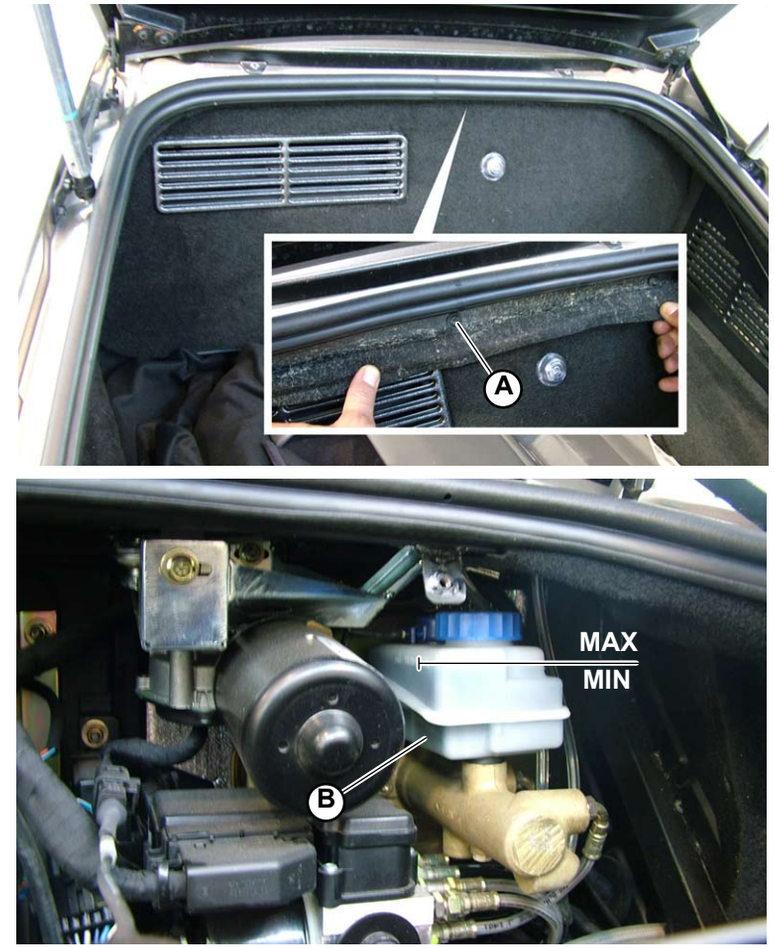

Fig.1
- Use a syringe to remove the fluid inside the reservoir (**B-Fig.1**). Replace with new brake fluid.